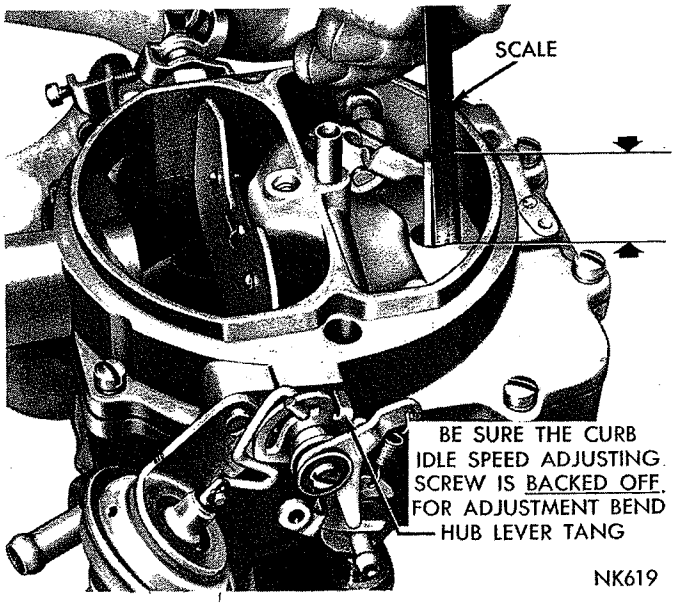

***Fig. 9—Checking the Accelerator Pump Setting***
(1) Back off idle speed adjusting screw. Open choke valve so that fast idle cam allows throttle valves to be completely seated in bores. Be sure that pump connector rod is installed in center hole of the throttle lever.
(2) Close throttle valves tightly. Measure the distance between top of air horn and end of plunger shaft, as shown in (Fig. 9). This measurement should be 1" + or — 1/64 inch.
(3) To adjust pump travel, bend pump connector rod using Tool T109-213, at the lower angle of rod, until correct setting has been obtained.